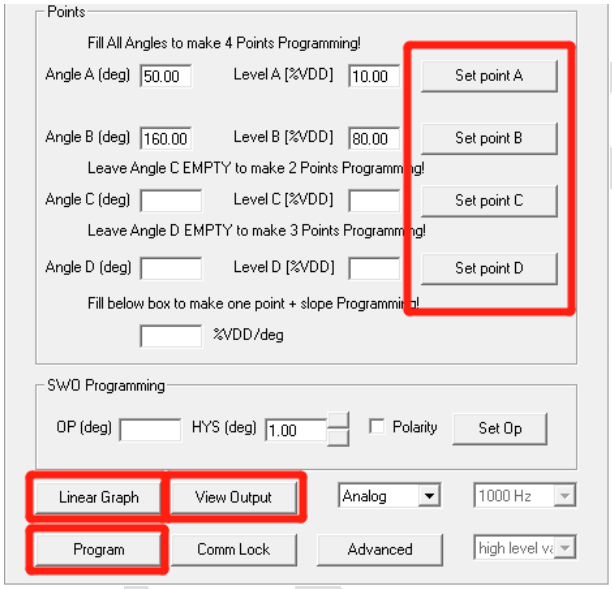

图 4.2.6
5、图 4.2.6，将磁铁（传感器）角度置于需要编程的第一个位置，稳定后点击 Set Point A 按钮读取当前芯片角度值，并显示在 Angle A 中，当前读出芯片角度为 50.00°；再将磁铁（传感器）角度置于要编程的第二个位置，待稳定后点击 Set Point B 按钮读取当前芯片角度值，并显示在 Angle B 中（160.00°）,手动设置编程的位置芯片需要输出的电压百分比的值，写入 Level A（10%）及 Level B（80%）中，即可完成芯片编程参数设置。
图中为通用的两点编程模式，若需要做更高的三点或四点编程，则依次使用 Set point 按钮设置编程角度值，并填写对应的电压值即可。(注：若为两点编程，需要将 C、D 编程区域框中的数据清除，如上图 4.2.6；同理若为三点编程，则需要将 D 对应的 Angle 及 level 两框中的数据清除。)